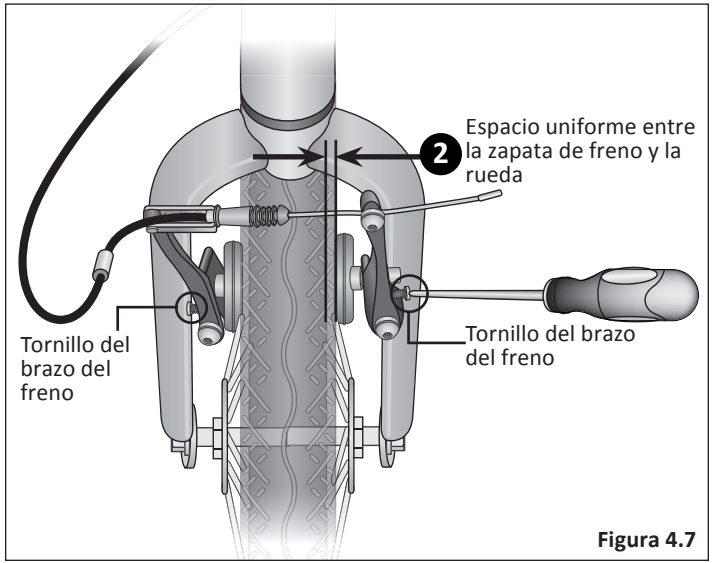

Figura 4.7
❷ Si el espacio entre la zapata del freno y la rueda es desigual, ajuste la posición de la zapata del freno.
- Utilizando un destornillador de estrella, ajuste los tornillos de ambos lados del brazo de freno. **Nota:** Girar el tornillo hacia la***derecha*** separa la zapata del rin. Girar el tornillo hacia la***izquierda*** acerca la zapata al rin. **Figura 4.7**
❸ Apriete y suelte la maneta de freno unas cuantas veces y compruebe si están centradas las zapatas.
❹ Si es necesario, repita los pasos del uno al tres hasta que las zapatas del freno estén centradas y el espacio entre ellas y el rin esté cerca de 1/8 de pulgada.